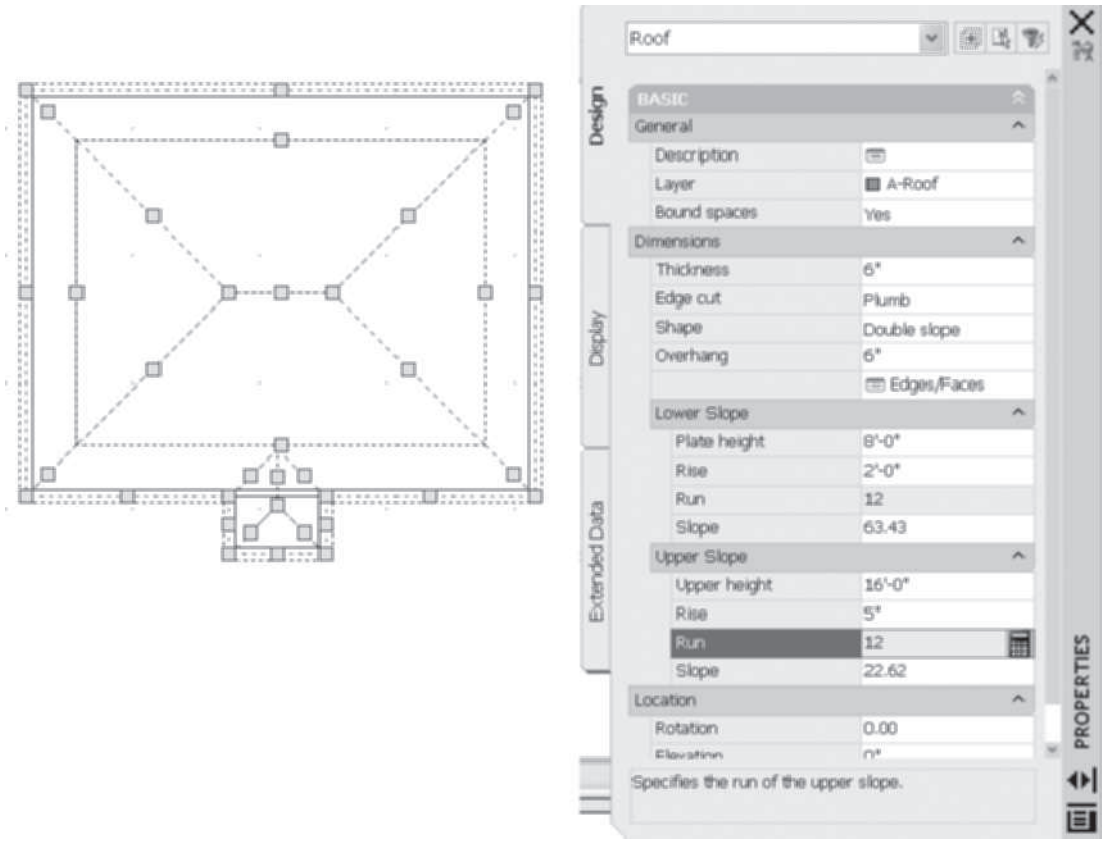

FIGURE 7.18 *Properties of roof defined*
6. Convert the Hip roof to the Gambrel shape by editing the Properties palette. Select the roof and edit the Properties palette as follows: Basic: Layer = **A-Roof [A270G]**, Dimensions: Thickness = **6 [150]**, Edge cut = **Plumb**, Shape = **Double slope**, Overhang = **6 [150]**, Lower Slope: Plate height = **8' [2400]**, Rise = **24 [200]**, Upper Slope: Upper height = **16' [4800]**, Rise = **5 [40]**, as shown in Figure 7.18.